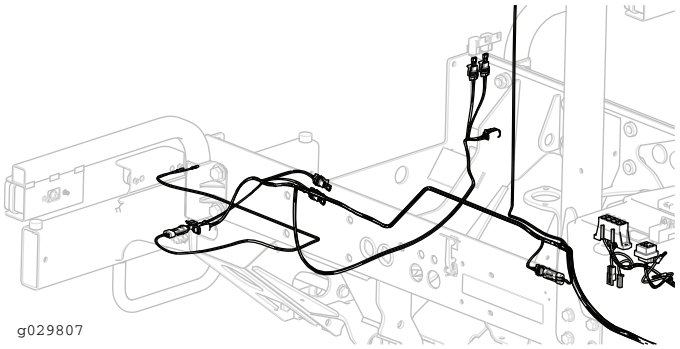

Figur 39
19. Før højre bageste ledningsnet under højre side af traktionsenheden til højre baglys (Figur 39).
21. Før venstre bageste ledningsnet under venstre side af traktionsenheden til venstre baglygte (Figur 39).